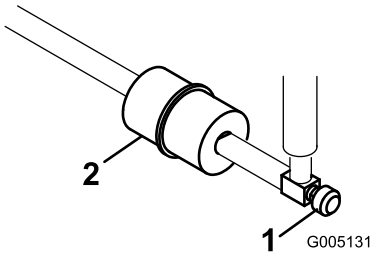

Figuur 47
Er bevindt zich een leidingfilter in de brandstofleiding tussen de brandstoftank en de carburateur (Figuur 47). Let erop dat het peil op het filter van de brandstoftank af wijst.
1. Sluit de brandstofafsluitklep, maak de slangklem op het filter aan de kant van de carburateur los en verwijder de brandstofslang van het filter (Figuur 47).
2. Plaats een opvangbak onder het filter, maak de andere slangklem los en verwijder het filter (Figuur 47).